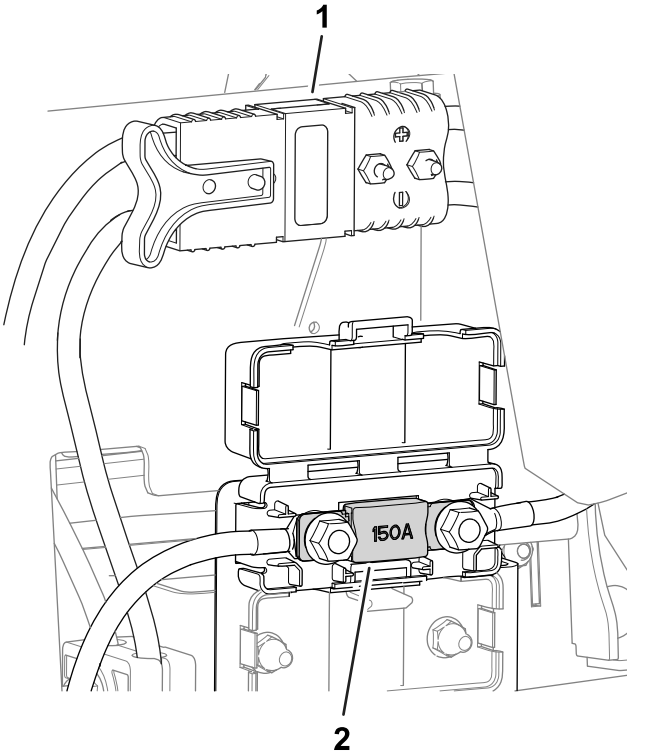

Figuur 60
- De zekering voor het elektrische systeem bevindt zich onder de hoofdstroomaansluitingen (Figuur 60).